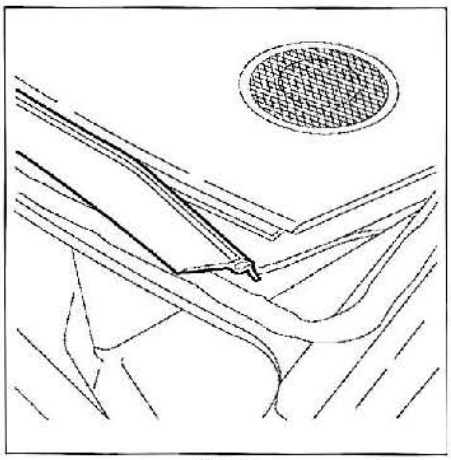

FIG. 84
• Sustituir la junta fijada en el salpicadero **(fig. 84)**.